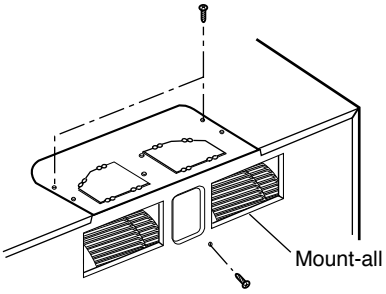

Figure 16
(3) Remove the two screws securing the mount-all and one screw securing the ventilation fan ASS'Y. (See Figure 16)